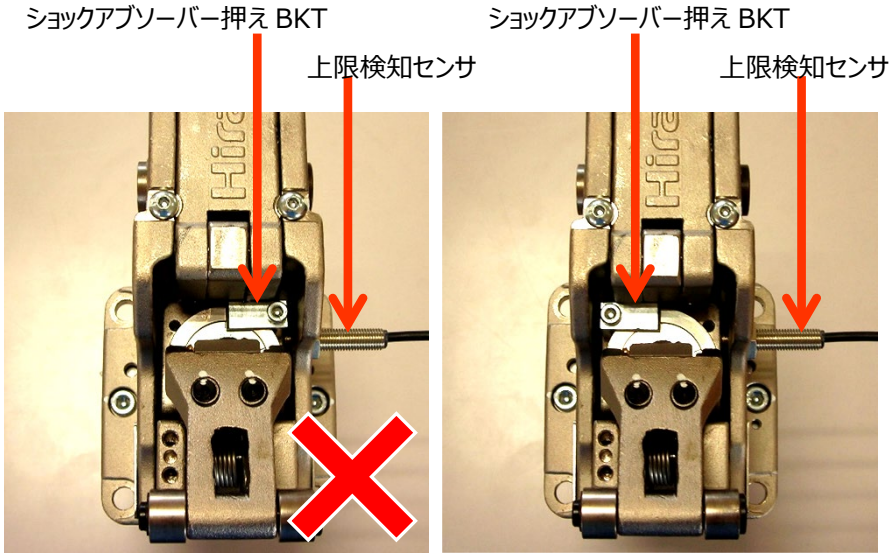

図 2.18　上限センサ取付方法（EST80 のみ）
- EST80 の上限検知センサの左右入れ替えを行う場合、ショックアブソーバー押え BKT の位置を入れ替えて下さい。ショックアブソーバー押え BKT は上限検知センサの反対側に取り付けられている必要があります。（図 2.18）